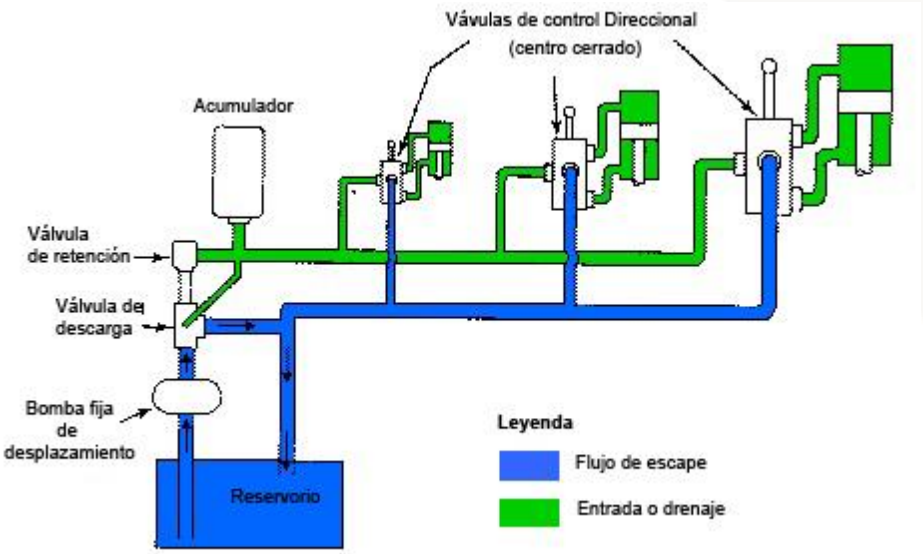

Figura 63
(1) Acumulador y bomba de desplazamiento fijo. La Figura 63 muestra un sistema de centro cerrado. En este sistema, una bomba de volumen pequeño pero constante carga un acumulador. Cuando un acumulador se carga a una presión completa, una válvula de descarga desvía el flujo de la bomba de vuelta al reservorio. Una válvula de verificación atrapa el aceite presurizado en el circuito.